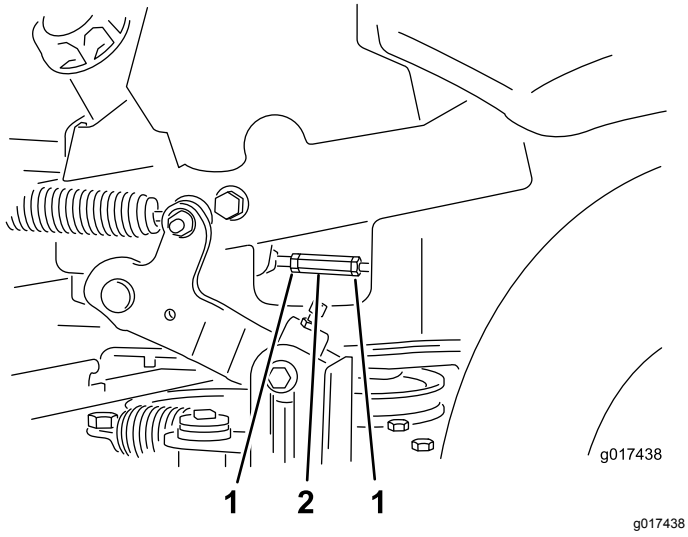

Bild 69
14. Stellen Sie die Länge der Pumpensteuerstangen ein, indem Sie die zwei Klemmmuttern lösen und die Einstellmutter so weit in die entsprechende Richtung drehen, bis sich das Rad leicht zurückdreht (Bild 69).
16. Ziehen Sie die zwei Klemmmuttern gegen die Einstellmutter (Bild 69).